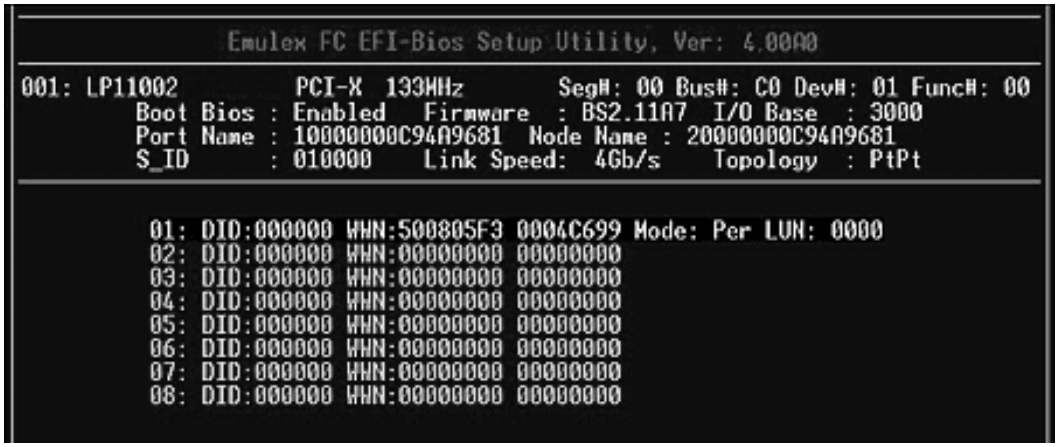

Figure 44: Device Rows with a Selected LUN to Boot with WWNN screen
6. Select **1. Boot this device via WWN** and press **<Enter>**. Figure 44 shows the LUN selected in step 5.